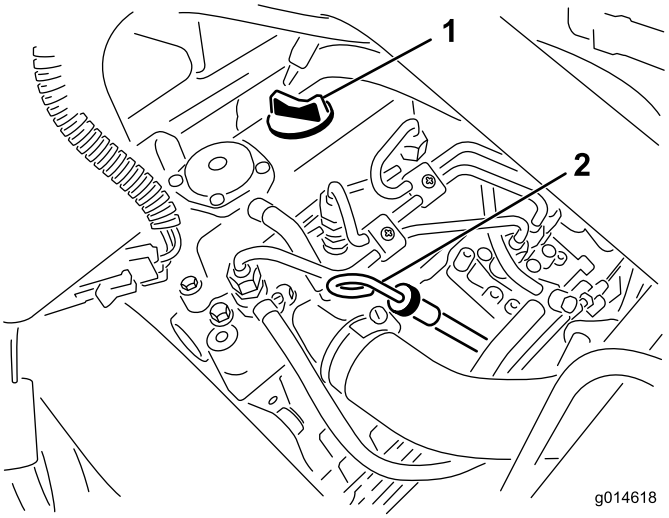

Figuur 28
2. Verwijder de peilstok en veeg deze af met een schone doek (Figuur 28). Steek de peilstok in de buis. Let erop dat de peilstok er volledig in schuift. Haal de peilstok uit de buis en controleer het oliepeil. Als het oliepeil te laag is, moet u de vuldop losmaken van het klepdeksel en **langzaam** voldoende olie bijvullen totdat het peil de vol-markering op de peilstok bereikt. Vul de olie langzaam bij en controleer daarbij veelvuldig het peil. **Niet te vol vullen**.